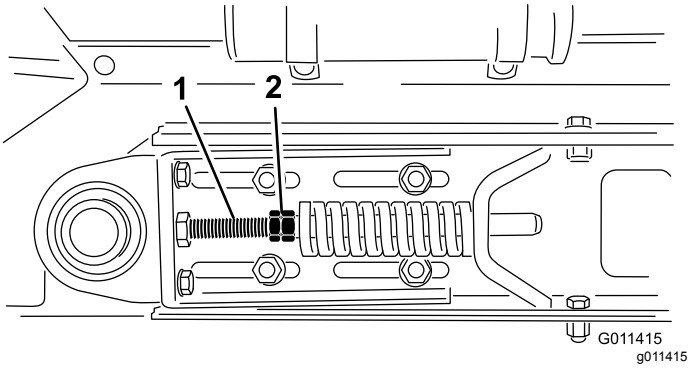

Figur 31
3. Løsne låsemutterne og mutterne på strekkstangen for å frigjøre fjærspenningen (Figur 31).